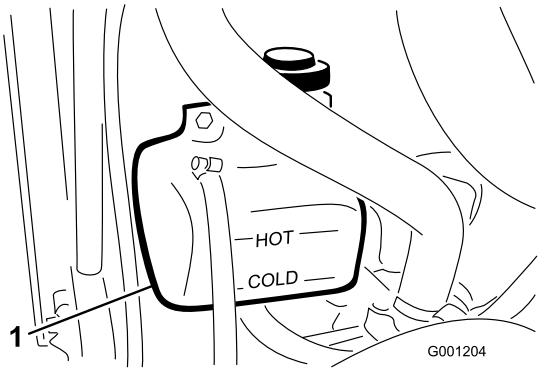

Figuur 23
1. Controleer het koelvloeistofpeil in de expansietank (Figuur 23). Het koelstofpeil behoort tussen de markeringen op de zijkant van de tank te staan.